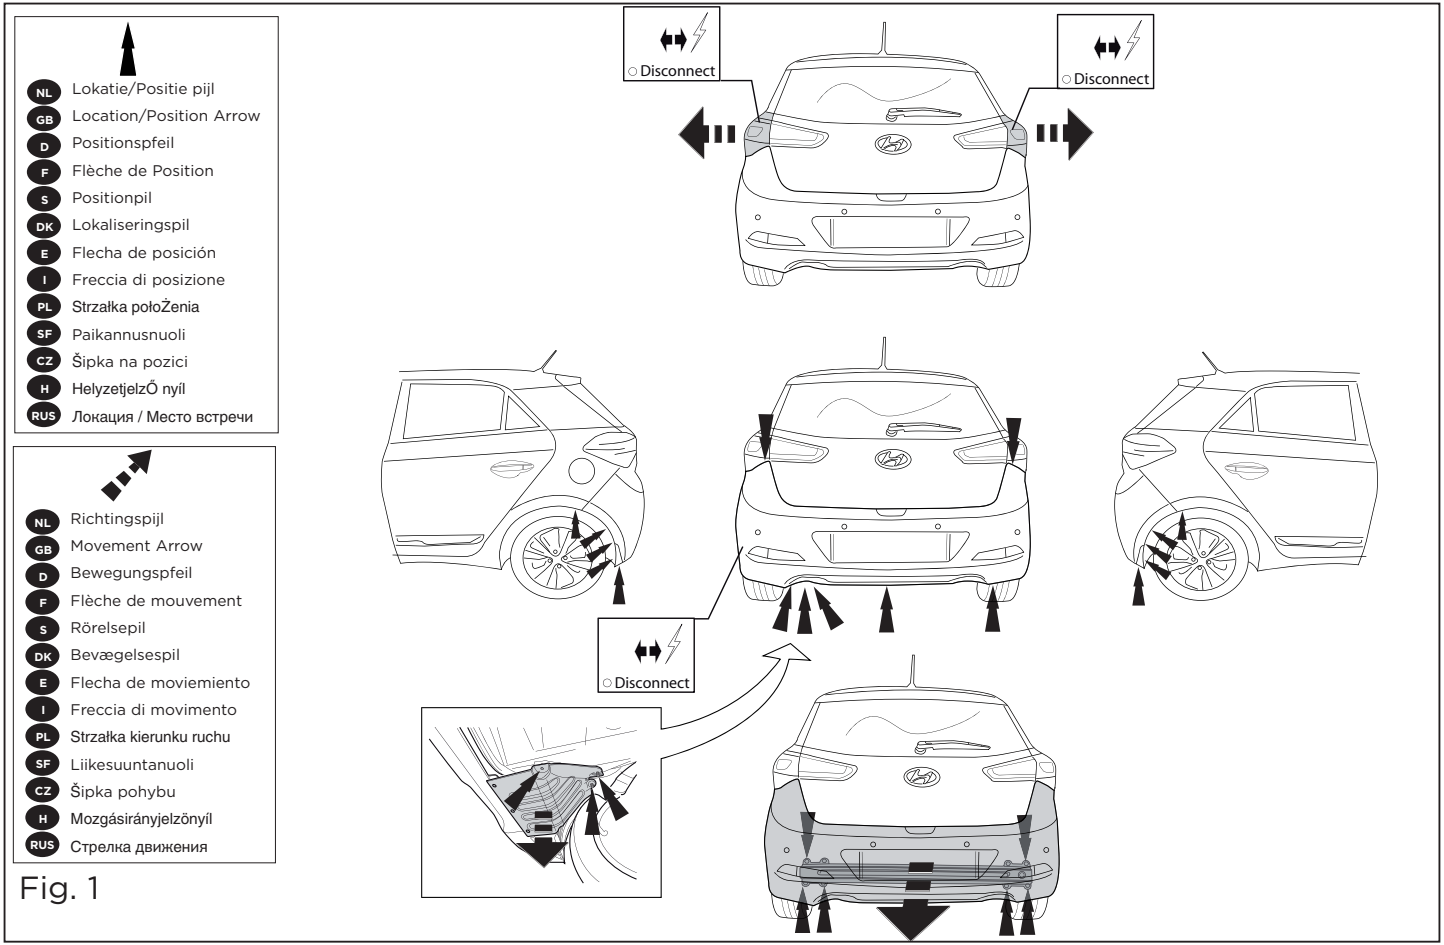

Fig. 1
2. Снять бампер вместе со стальным буферным брусом автомобиля. Снять пластмассовые защитные колпаки. См. рисунок 1.
8. Вставить бампер вместе со стальным буферным брусом и пластмассовые защитные колпаки. См. рисунок 1.